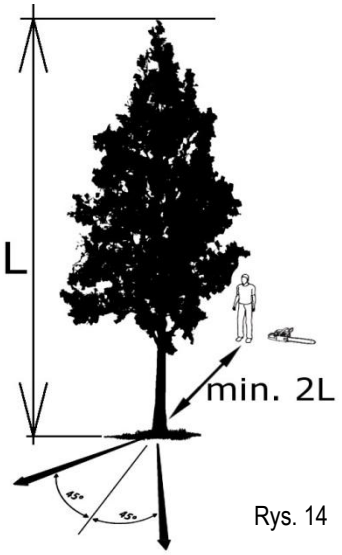

Rys. 14
- Określić kierunek cięcia, biorąc pod uwagę wiatr, nachylenie drzewa, umiejscowienie ciężkich gałęzi, łatwość pracy po ścięciu i inne czynniki **(Rys. 14)**.